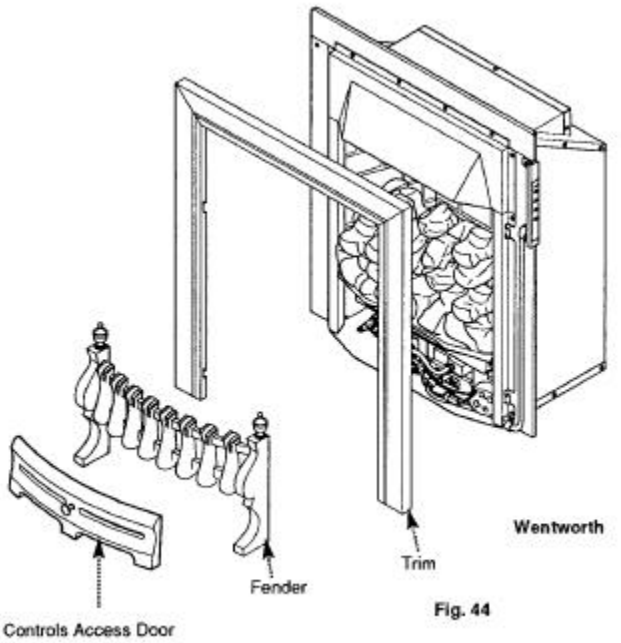

Fig. 44
11.2 Wentworth Models (Fig. 44)